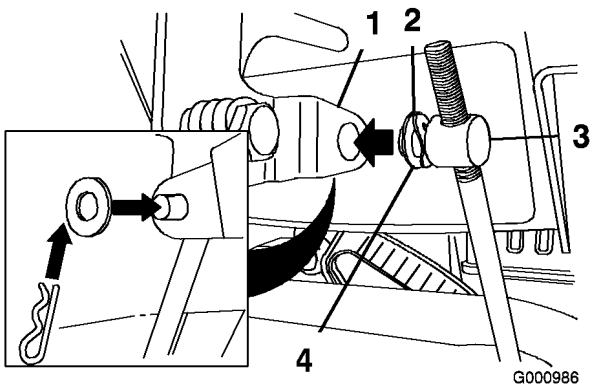

Figur 6
3. Ta bort hårnålssprinten och den yttre brickan från skruvleden på hastighetskontrollstångens övre ände (Figur 6).
Obs: Monteringen går lättare om du låter vågbrickan och planbrickan sitta kvar på skruvleden (Figur 6).
6. Lyft upp hastighetskontrollstången och för in skruvleden i hålet i växelväljarspaken (Figur 6).